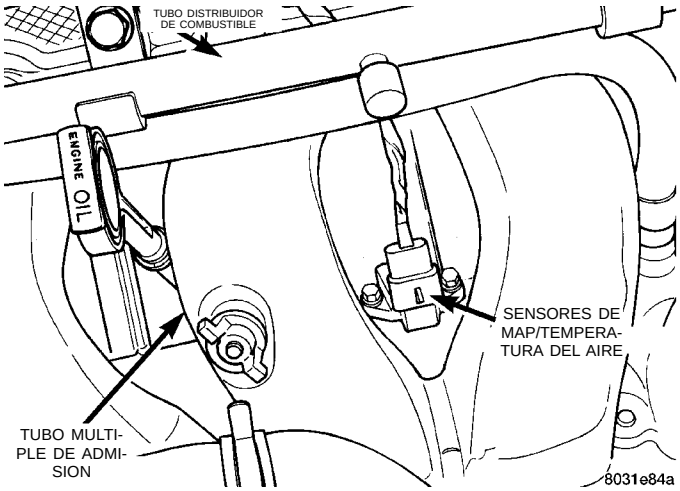

Fig. 59 Sensores de MAP/temperatura del aire de admisión
(7) Inspeccione las conexiones eléctricas de los sensores de MAP/temperatura del aire de admisión (Fig. 59).